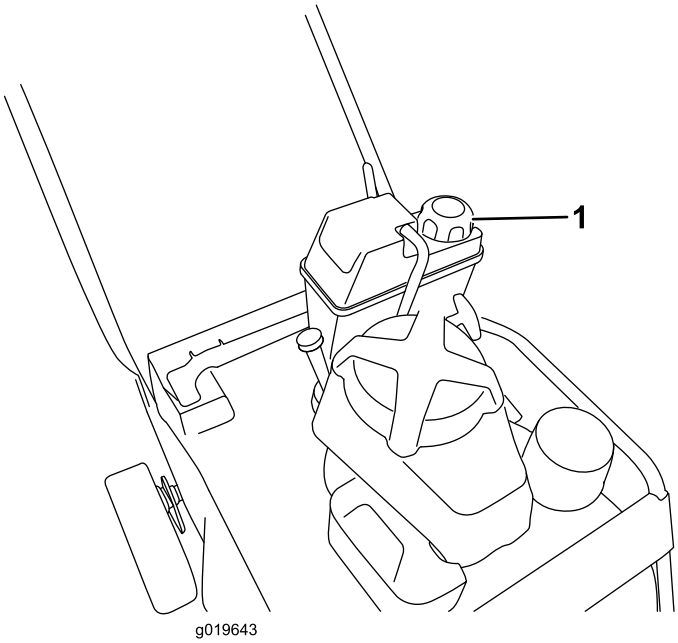

Figura 15
1. Pulite attorno al tappo del serbatoio del carburante (Figura 15).